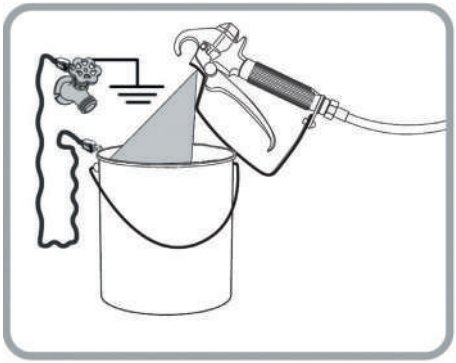

Рис. 44
6. Прижмите распылитель со снятым соплом к заземленной металлической ёмкости с растворителем. Снимите распылитель с предохранителя и нажимайте на спусковой крючок, пока из распылителя не потечет чистый растворитель (рис. 44).